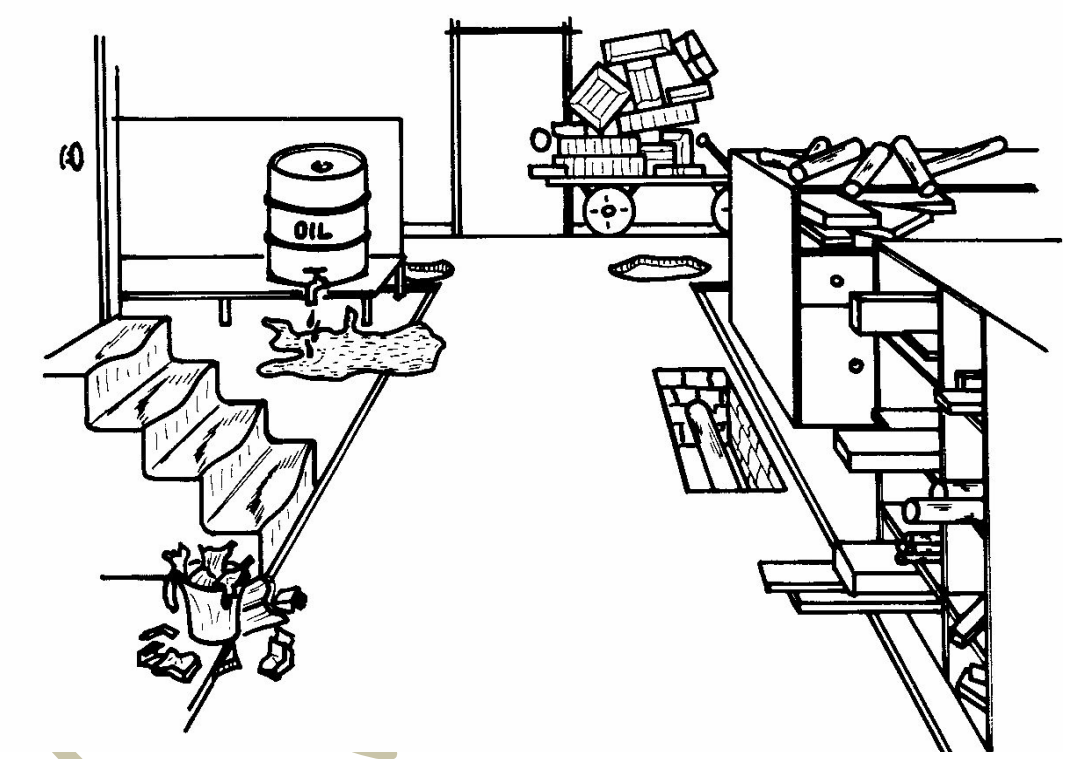

FIGURE 1
1.4 Study FIGURE 1 below and state any FIVE hazards.